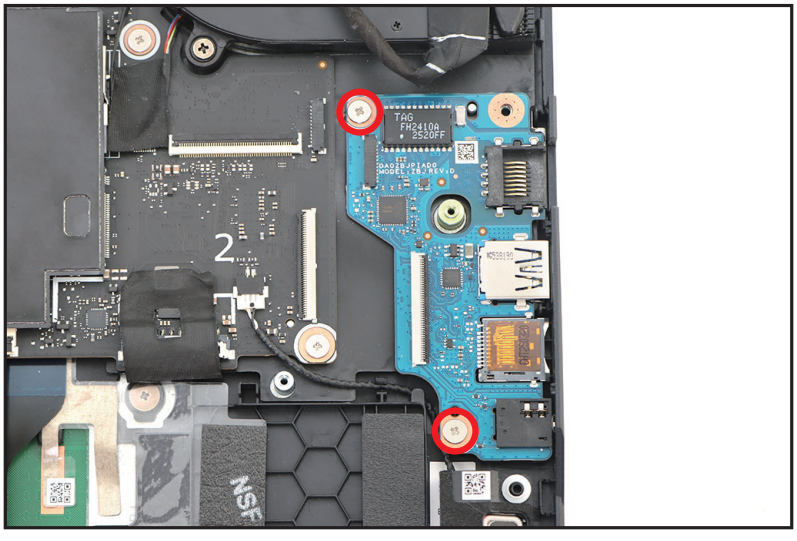

Figure 1-34. USB Board Removal
4. Remove two (2) screws securing the USB board (Figure 1-34).